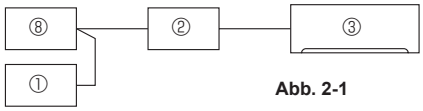

**Abb. 2-1**
**Anschluss an das M-NET-System (Abb. 2-1)**